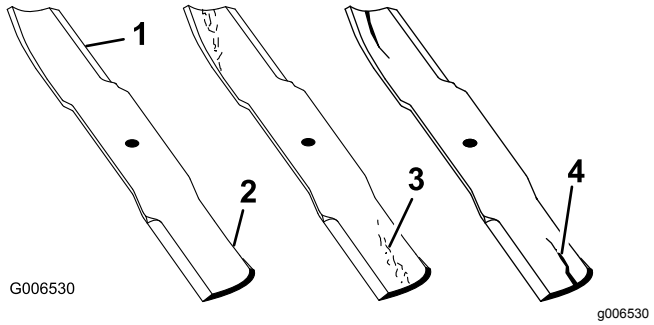

Figure 72
1. Examinez le tranchant des lames (Figure 72).
4. Remplacez immédiatement toute lame fendue, usée ou qui présente une entaille sur cette partie (Figure 72).